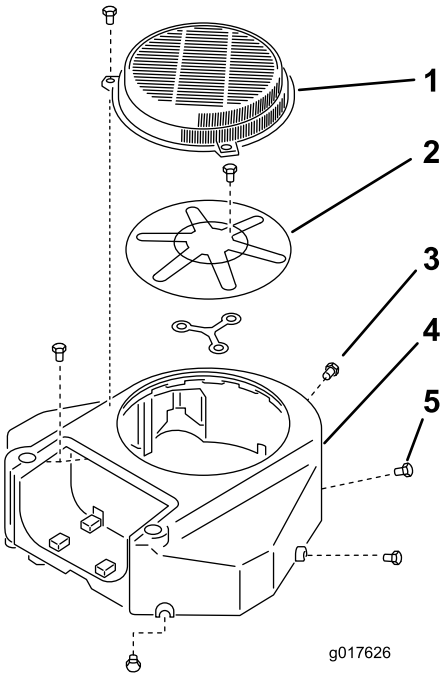

Figur 60
3. Afmonter luftindtagsskærmen og ventilatorhuset (Figur 60).
5. Monter luftindtagsskærmen og ventilatorhuset (Figur 60).